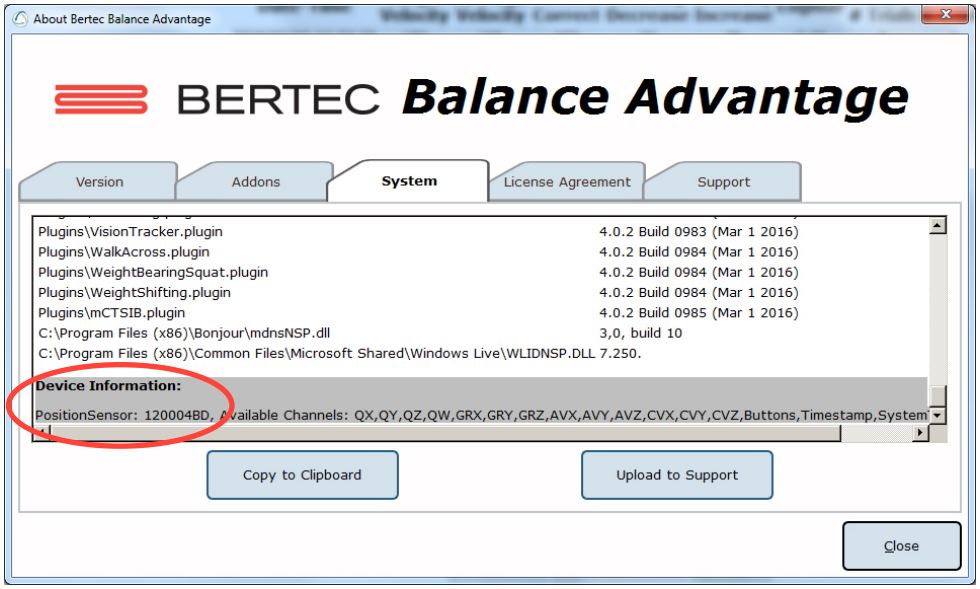

Figure 24. Vérification de la connexion de l'appareil de suivi de la tête
d. Cliquez sur l'onglet « Système » situé dans la partie supérieure et faites défiler jusqu'en bas. Vérifiez l'appareil. Informations qui témoignent de la présence de l'appareil de suivi de la tête (Figure 24).